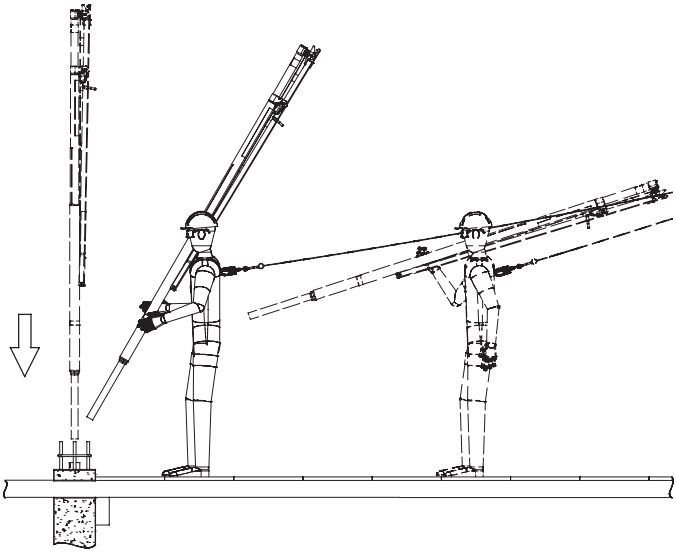

Figur 25. *Flytta SkyReach Förankringsenhet för hand*
1. Avlägsna plastpluggen från Ingjutningshylsan. Bär SkyReach Förankringsenhet i ihopfälld position till dess plats vid betongpelaren. Enklast är att bära enheten på axeln. Se figur 25. Sänk förankringsenheten och för ned den i hylsan. Se till att SkyReach Förankringsenhet förs in helt och hållet i hylsan.